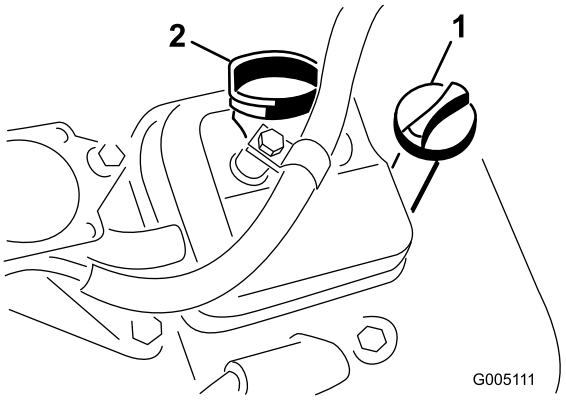

Figur 22
3. Sett peilestaven inn i røret, og pass på at den når helt ned (Figur 22).